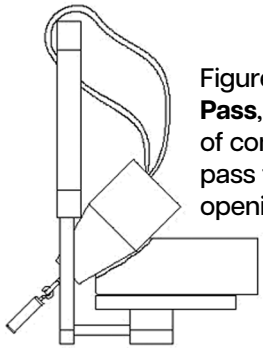

Figure 6a.
- If the large end of the cone does not pass through the opening, this space passes the test (figure 6a).